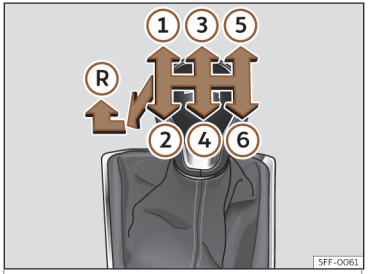

Fig. 144 Esquema de un cambio manual de 6 marchas.
En la palanca de cambios se indican las posiciones de las marchas››› **fig. 144**.
- Con la palanca de cambios en punto muerto, presiónela hacia abajo, muévala a la izquierda hasta el final y después hacia delante para seleccionar la marcha atrás ››› fig. 144 Ⓡ.